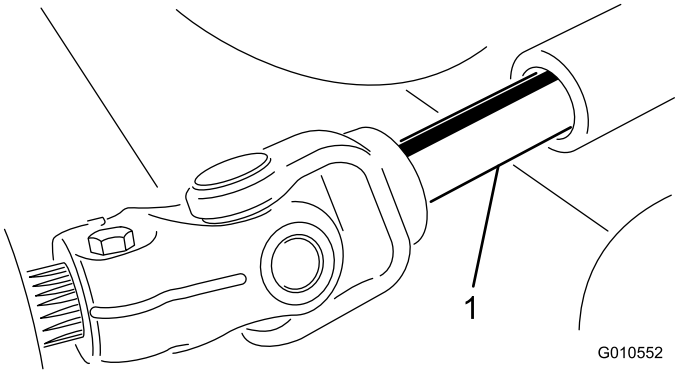

Figur 17
4. Stäng av motorn och skjut bort klippenheten från traktorenheten och bärramen. Separera kraftuttagsaxelns han- och hondelar (Figur 17).